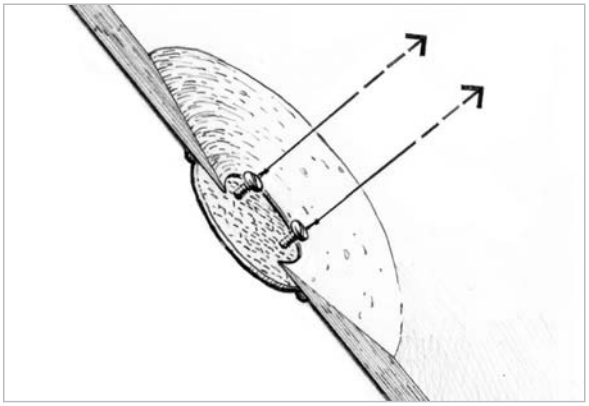

Figure 4-4 *Pull the backer tight against the inside of the panel to permanently bond the backer in position.*
4. Pull the backer into position on the inside of the panel and tie off the strings to a stationary object close to the hole or a stick laid across the hole *(Figure 4-4)*. Keep enough tension on the strings to hold the backer in position and bend the backer as necessary to match the contour of the panel. Some of the epoxy mixture should squeeze out of the joint. Scrape away the excess and smooth the joint before it begins to cure. Allow the epoxy to cure thoroughly before removing the screws.